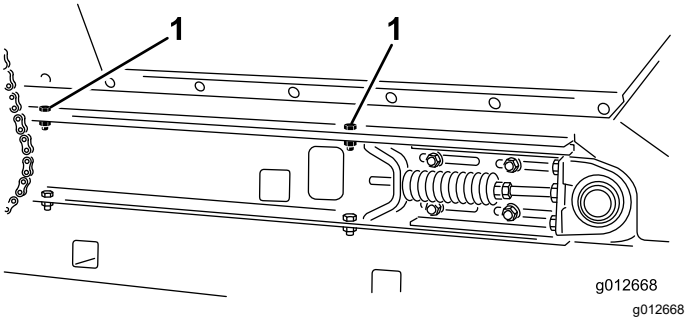

**Figur 31**
2. På hver side av maskinen fjerner du to hodeskruer, to skiver og to låsemuttere som fester beholderen til gliderammeskinnene (Figur 31).